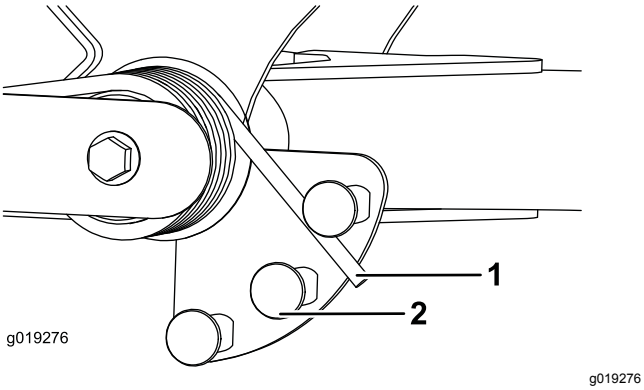

Figur 31
2. Sätt ett rör eller liknande på den långa fjäderänden och vrid det runt fjäderdonet till önskat läge (Figur 31).